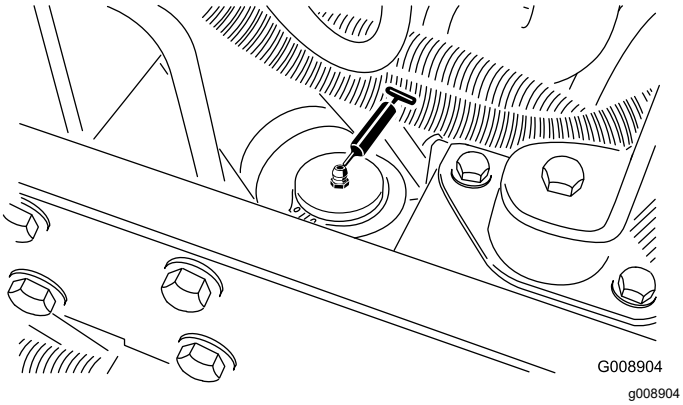

Figur 52
- Akselstyresylinder (Figur 52)